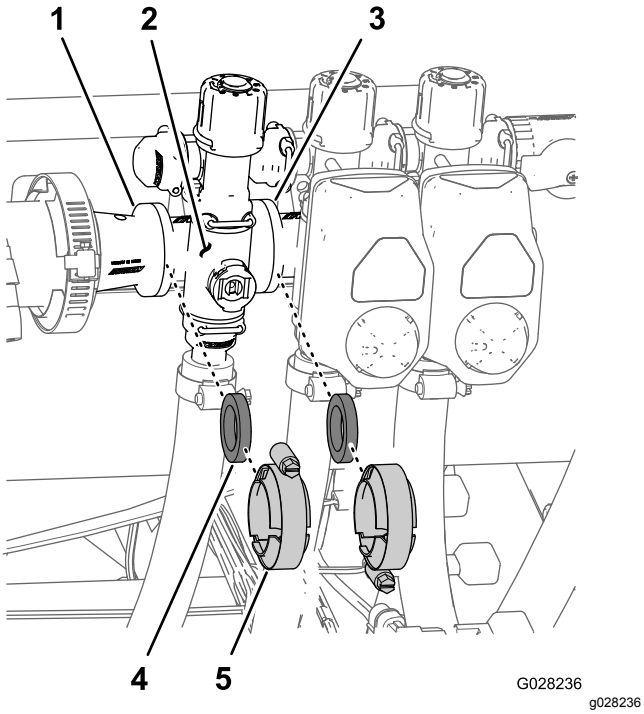

**Figuur 68**
1. Verwijder de klemmen en pakkingen waarmee de verdeler voor de spuitboomklep (Figuur 68) bevestigd is aan de aangrenzende spuitboomklep (indien linker spuitboomklep en verloopkoppeling).